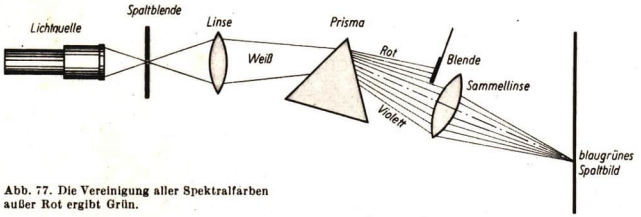

Abb. 77. Die Vereinigung aller Spektralfarben außer Rot ergibt Grün.
2. Mischfarben – Ergänzungsfarben. Wir stellen nochmals hinter das Prisma eine Sammellinse in den farbigen Strahlengang, blenden aber die roten Strahlen durch einen vor die Linse gehaltenen schmalen, weißen Kartonstreifen ab (Abb. 77). Auf dem Schirm erblicken wir statt des weißen ein grünliches Spaltbild. Es handelt sich dabei jedoch nicht um das spektrale Grün, sondern um ein Blaugrün, das als **Mischfarbe** aus allen Spektralfarben außer Rot entsteht. Lassen wir nun auch die roten Strahlen durch die Sammellinse gehen, so erhalten wir wieder ein weißes Spaltbild. Rot und Grün ergeben zusammen Weiß. Blendet man andere Farben aus dem Spektrum heraus, so entstehen andere Mischfarben. Sie werden stets durch die abgeblendeten Farben, die auf dem weißen Papierstreifen sichtbar sind, zu Weiß ergänzt.
2. Verwende bei dem in Abb. 77 wiedergegebenen Versuch an Stelle des schmalen Pappstreifens ein schmales Prisma, durch das ein Teil des spektral zerlegten Lichtes seitlich abgelenkt wird!